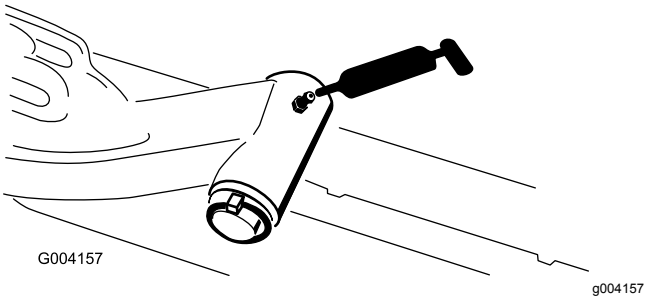

Figur 65
- Løftearmenes drejeaksel (1 hver) (Figur 65)